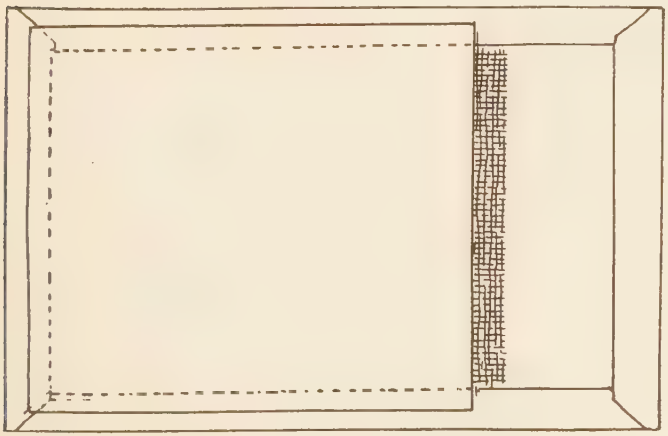

Fig. 77—Finished Easel with Lining Paper Glued to Under Side, Covering Reverse Side of Board
13. Now glue off the piece of easel paper for lining out (piece is $4\frac{1}{8}''$x$4\frac{3}{8}''$) and mount it solid to the back of the easel board. (Fig. 77.)